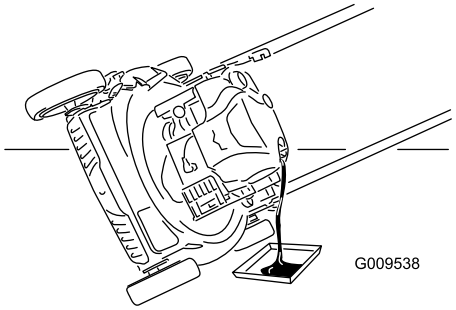

Figuur 27
7. Kantel de machine op zijn kant met de vulbuis omlaag om de gebruikte olie langs de vulbuis te laten uitlopen in een bak (Figuur 27).